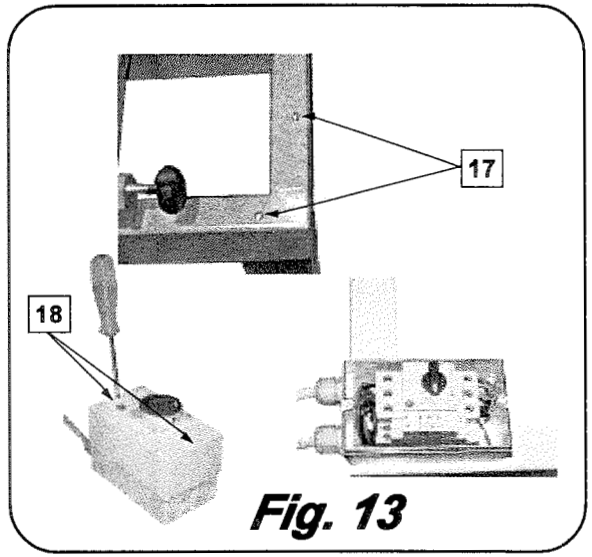

Fig. 13
19. Smontare le viti (**17**) poste sul banco di sostegno. Aprire il coperchio del salvamotore svitando le viti (**18**). Fig. 13.
19. Remove the screws (**17**) from the table support. Open the lid to the transformer box by loosening the plastic screws (**18**) see Fig. 13.